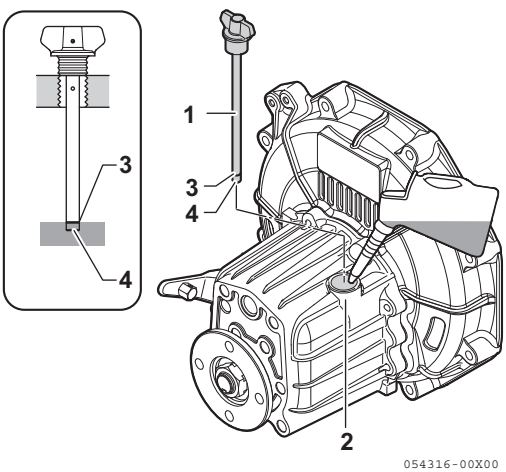

Figure 7
1. Make sure the engine is off. Make sure the engine is as level as possible and wipe area clean around the marine gear filler port **(Figure 7, (2))**.
3. Remove the dipstick **(Figure 7, (1))** and wipe with a clean cloth.
4. Re- insert the dipstick without screw in, please see illustration **(Figure 7)**.
5. Remove the dipstick. The oil level should be between the upper **(Figure 7, (3))** and lower **(Figure 7, (4))** lines on the dipstick.
3. Fill with oil to the upper limit on the dipstick **(Figure 7, (3))**. See Marine Gear Oil Specifications on page 29.